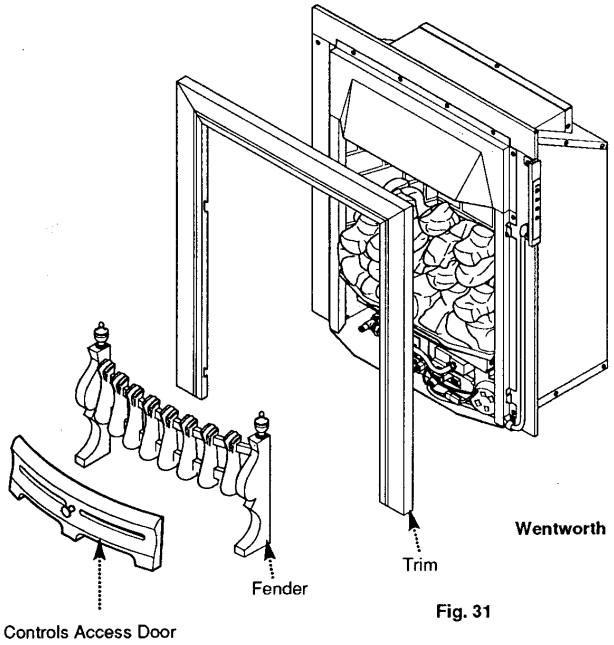

Fig. 31
9.2 Wentworth Models (Fig. 31)